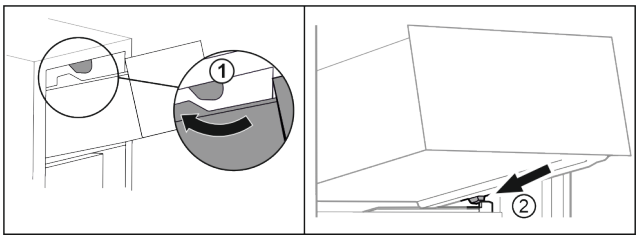

Fig. 97
▶ Guide drawer around the upper stoppers. *Fig. 97 (1)*
▶ Place drawer at an angle behind the lower stoppers onto moulded rib. *Fig. 97 (2)*